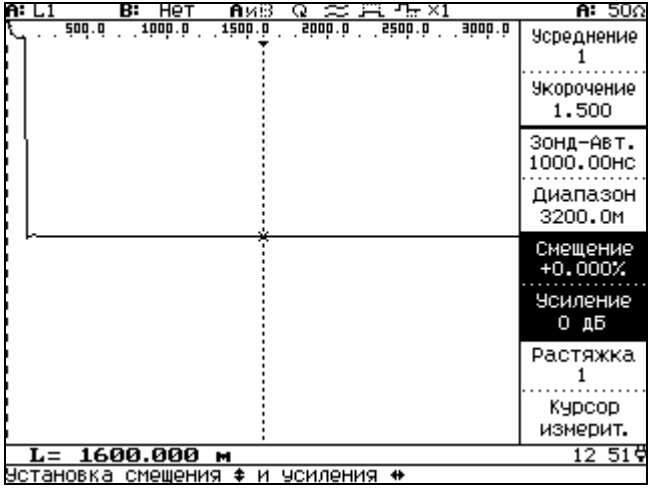

Рисунок 6.7
6.3.7 Режим изменения смещения и усиления (рисунок 6.7) выбирается нажатием кнопки **F3**.